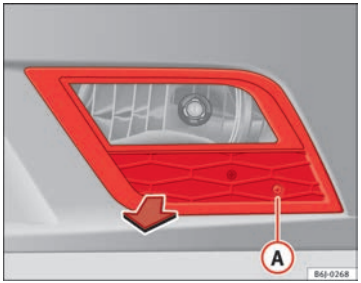

Fig. 169 Front fog light
– Remove the bolt ⇒ Fig. 169 (A) from the fog light grille with a screwdriver.